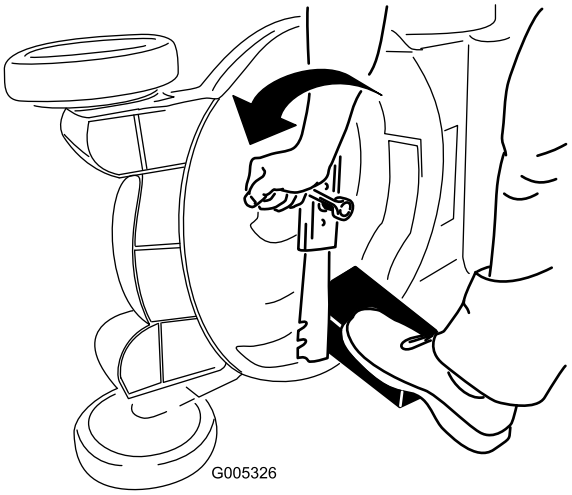

Figur 48
3. Brug en træklods til at holde kniven fast (Figur 48).
4. Afmonter kniven, men gem alle monteringsbolte og -møtrikker (Figur 48).